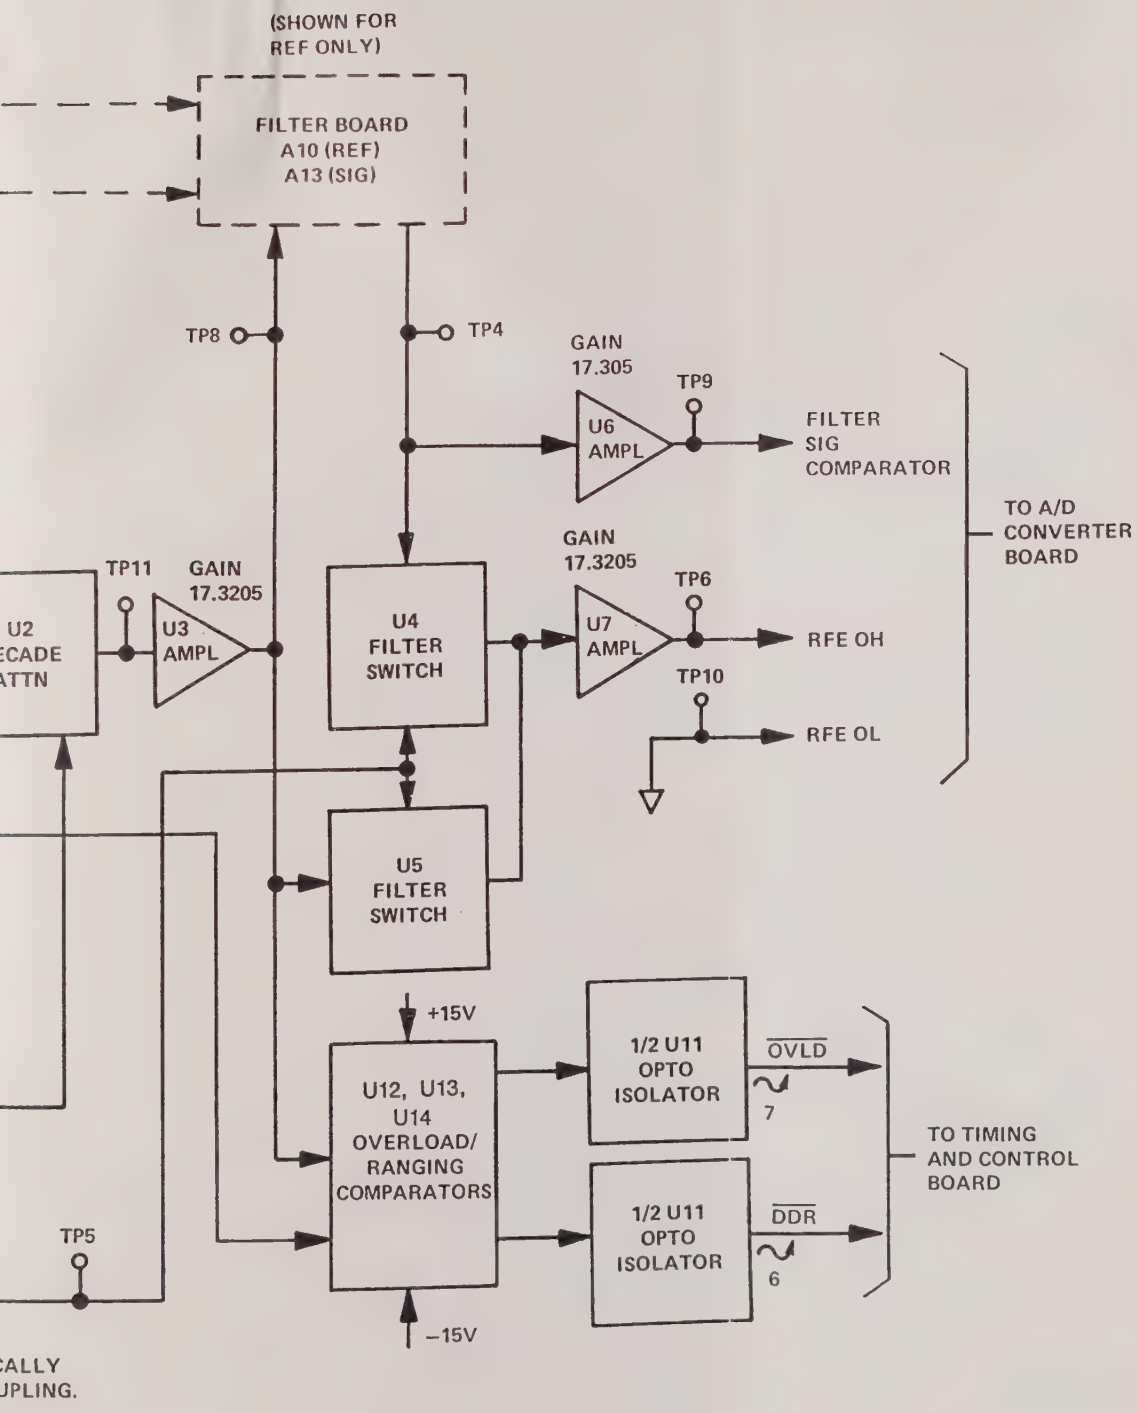

Figure 2-7. Front End Boards A11/A14, Functional Signal Flow Diagram
a. SIGNAL AND REFERENCE FRONT END BOARDS A14/A11. (See figure 2-7 for details of functional signal flow on Front End boards A14/A11.)